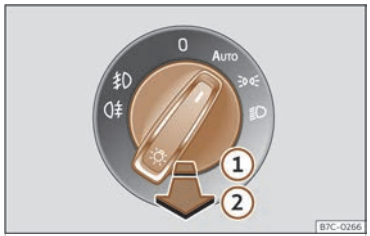

Fig. 78 Tablero de instrumentos: mando de las luces.
- **Encender los faros antiniebla** : tire del conmutador de las luces hasta el primer encastre ››› **fig. 78** ①.
- **Encender luz trasera antiniebla** : tire del conmutador de las luces por completo ②.